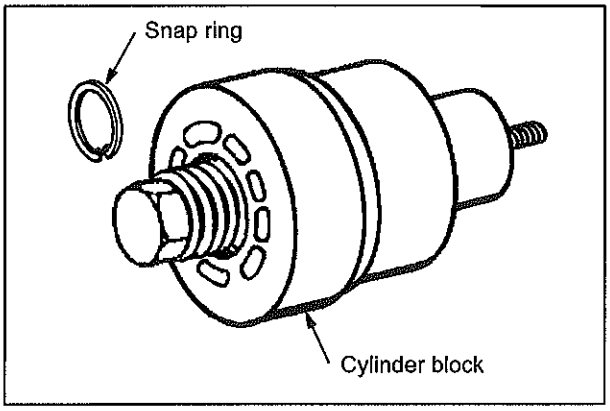

Figure 19: Cylinder Block Disassembly Tool. (Tighten nut, remove snap ring, loosen nut to relieve spring tension.)
DO NOT remove retaining ring (30) from cylinder block (29) because spring (32) is under high compression. Bodily harm may result if the retaining ring is removed without adequate caution. In most cases, the parts inside the cylinder block will not require removal. However, if spring (32) is damaged, the parts within the cylinder block must be removed. See Figure 19 for disassembly instructions.
1. Remove roller bearing (46) from housing (51). Also remove saddle bearings (42 & 43) and inspect for wear.
2. Inspect roller bearings (23 and 44) for pitting and cracks. Turn roller bearings in their associated bearing race and check for roughness and bind. The roller bearings must turn freely within the bearing race with no signs of bind. If a roller bearing shows evidence of bind, wash the bearing in a clean solvent and recheck for bind. If binding persists, replace the roller bearing and race. Refer to Figures 19 and 24 for the bearing race removal procedure.
3. Remove retaining ring (45) from housing (51) with Truarc pliers.